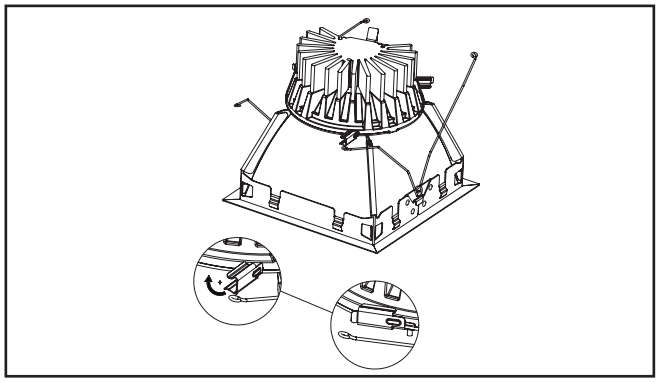

Figure 6.
5. Tournez les attaches latérales (3) en place pour fixer l'assemblage de la garniture au moteur lumineux à DEL en toute sécurité (Figure 6)